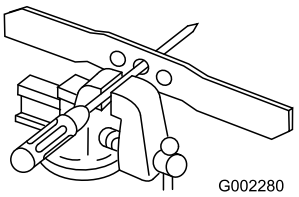

Figuur 26
1. Controleer de balans van het mes door de opening in het midden van het mes boven een spijker of de steel van een schroevendraaier te houden, die horizontaal in een bankschroef is geklemd (Figuur 26).